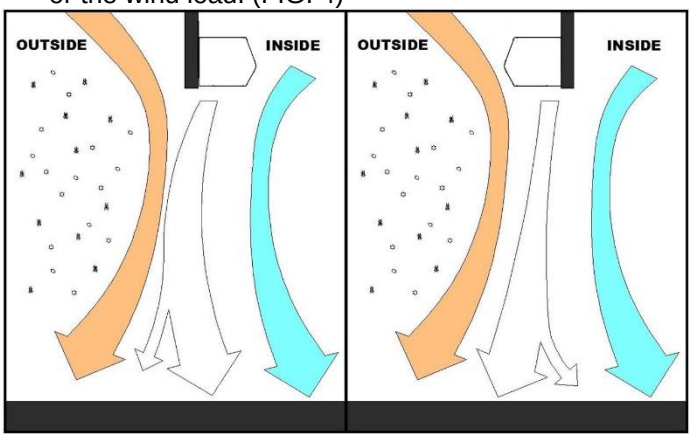

Fig. 4
H. Regardless of whether the product is mounted on the inside or outside of the door opening, set the air directional vanes in the discharge nozzle slightly outward to approximately 10-15° towards the outside, or the wind load. (FIG. 4)